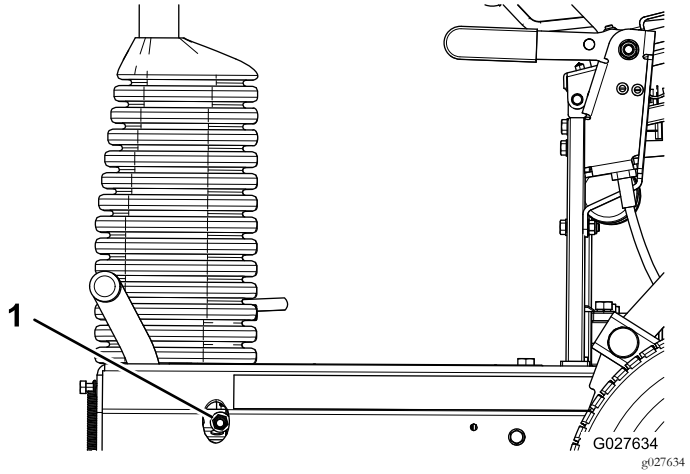

**Figur 38**
- Öka bromskraften genom att dra åt bromsens låsmutter (Figur 38).
- Minska bromskraften genom att lossa bromsens låsmutter (Figur 38).